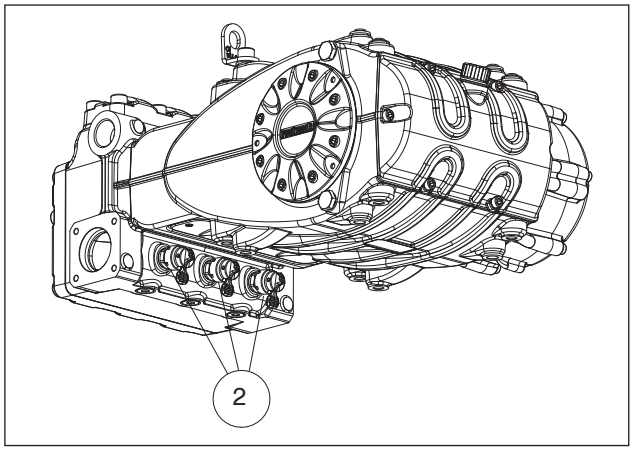

Abb. 9
**Stellen Sie nach längerer Lagerung oder Stillstand die Funktionstüchtigkeit der Saugventile wieder her, indem Sie die drei Ventilheber öffnen (siehe Pos. ② Abb. 9). Schließen Sie die Ventile vor Start der Pumpe wieder.**